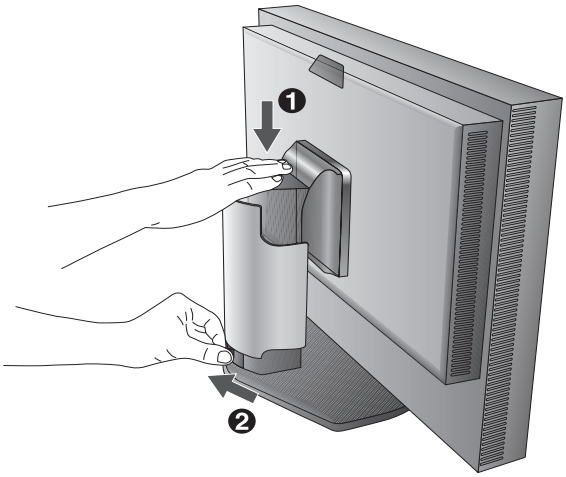

Abbildung B.1
3. Die Höheneinstellung ist durch eine Taste gesperrt. Legen Sie Ihre Hand auf den Monitorfuß, und drücken Sie den Bildschirm in die niedrigste Position. Entriegeln Sie die Sperrtaste (**Abbildung B.1**).